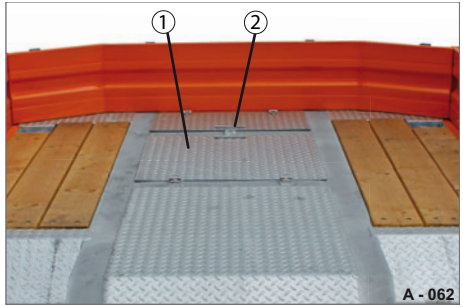

Abb. 68 Staukästen geschlossen
- ▶ Halten Sie den Deckel (Abb. 68/1) am Griff (Abb. 68/2) fest und lassen Sie diesen vorsichtig ab.